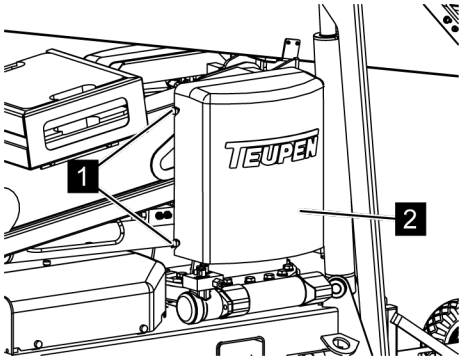

Fig. 120: Fastening the cover
6. *Replace the cover (*Fig. 120*/2) and screw on with the knurled thumb screws (*Fig. 120*/1).*